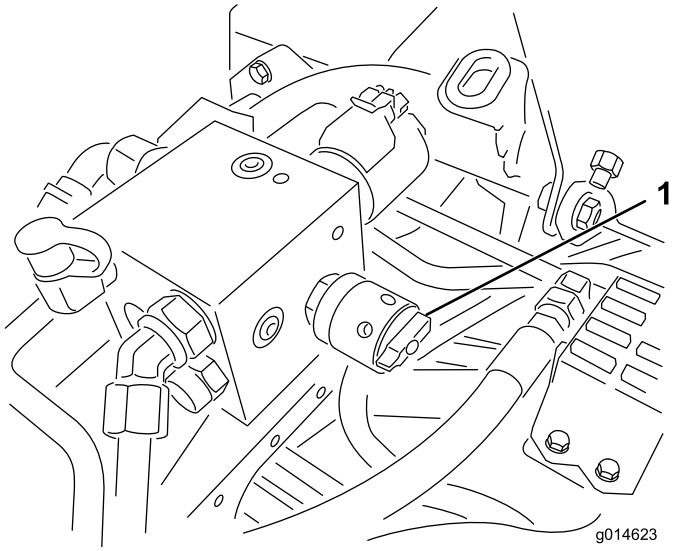

**Figur 53**
6. Drej hastighedsregulatoren til knivcylindre til indstillingen 1 (Figur 53).